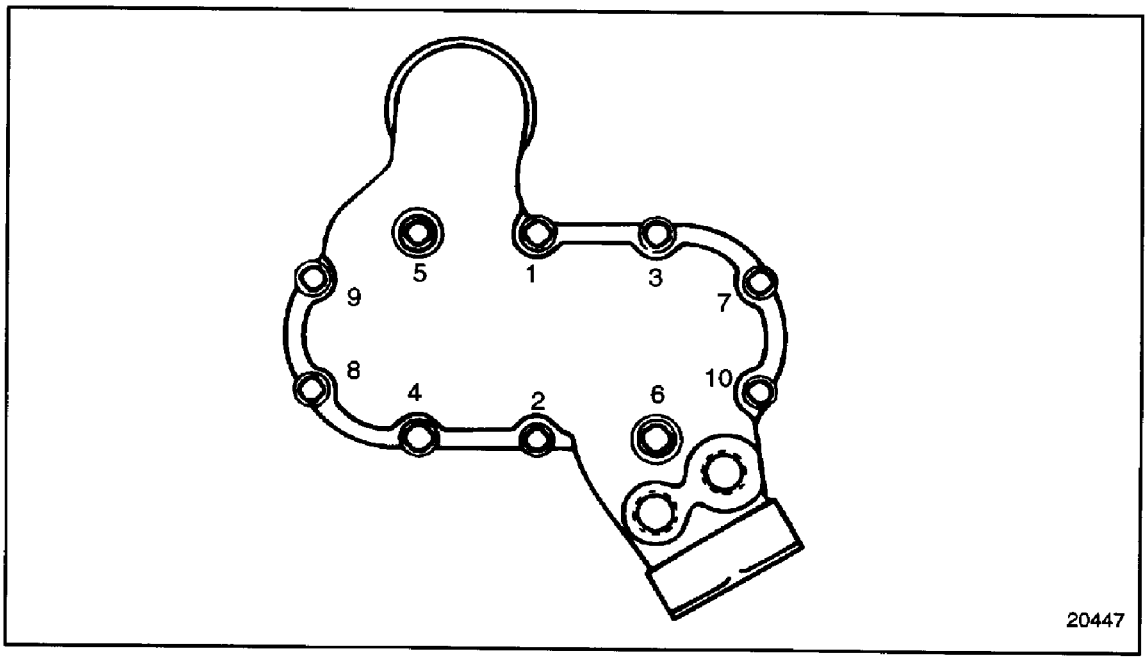

Figure 3-34 Oil Cooler Housing Bolt Torque Sequence
12. Install the remaining bolts. Torque the ten bolts to 30-38 N·m (22-28 lb·ft) using the proper sequence. See Figure 3-34.